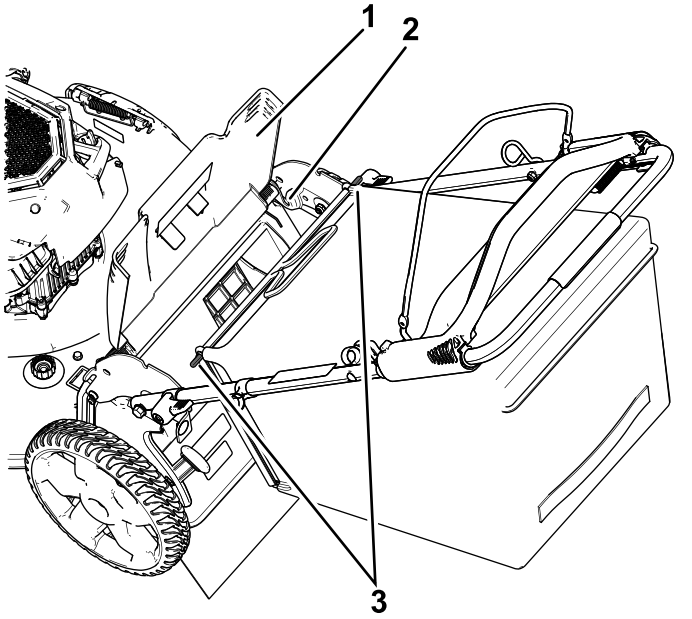

Figur 17
1. Höj och håll upp den bakre luckan (Figur 17).
2. Montera gräsuppsamlaren och kontrollera att piggarna på uppsamlaren vilar i skårorna på handtaget (Figur 17).